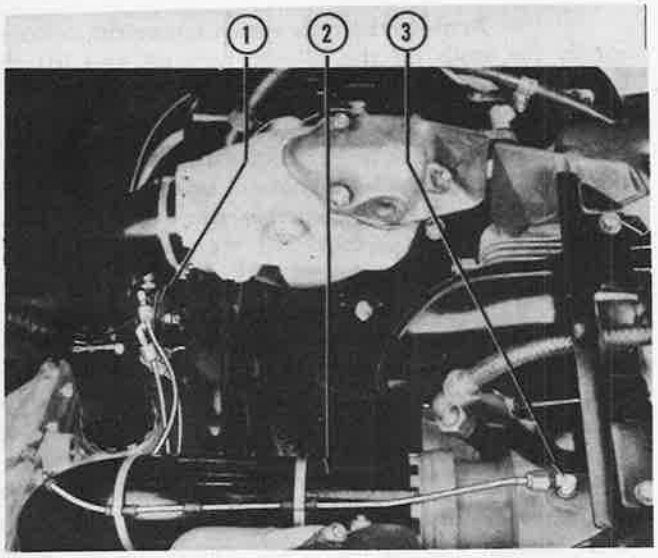

Figure 221—Cylinder Priming Lines
(3) ENGINE PRIMER SYSTEM.—When the engine primer solenoid (paragraph 10.*b*.(1)(*b*), this section) is energized, fuel flows under pressure to a spider fitting (figure 221) mounted on the intake pipe of cylinder 1. The spider fitting is a distribution reservoir with eight outlets. Small lines connect from these outlets to the top eight cylinders and distribute the fuel to these cylinders for priming.